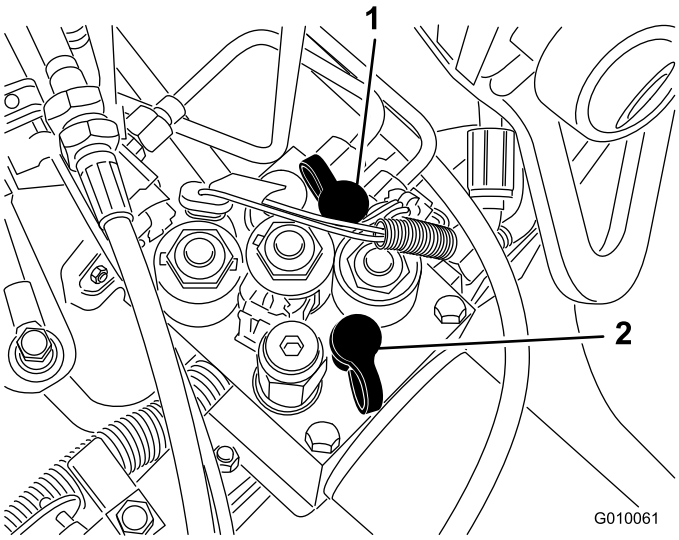

**Rysunek 60**
- Port do prób G 2 (Rysunek 60) pomaga w rozwiązywaniu problemów z układem ładowania jazdy.
- Port do prób G 1 (Rysunek 60) pomaga w rozwiązywaniu problemów z ciśnieniem układu podnoszenia.